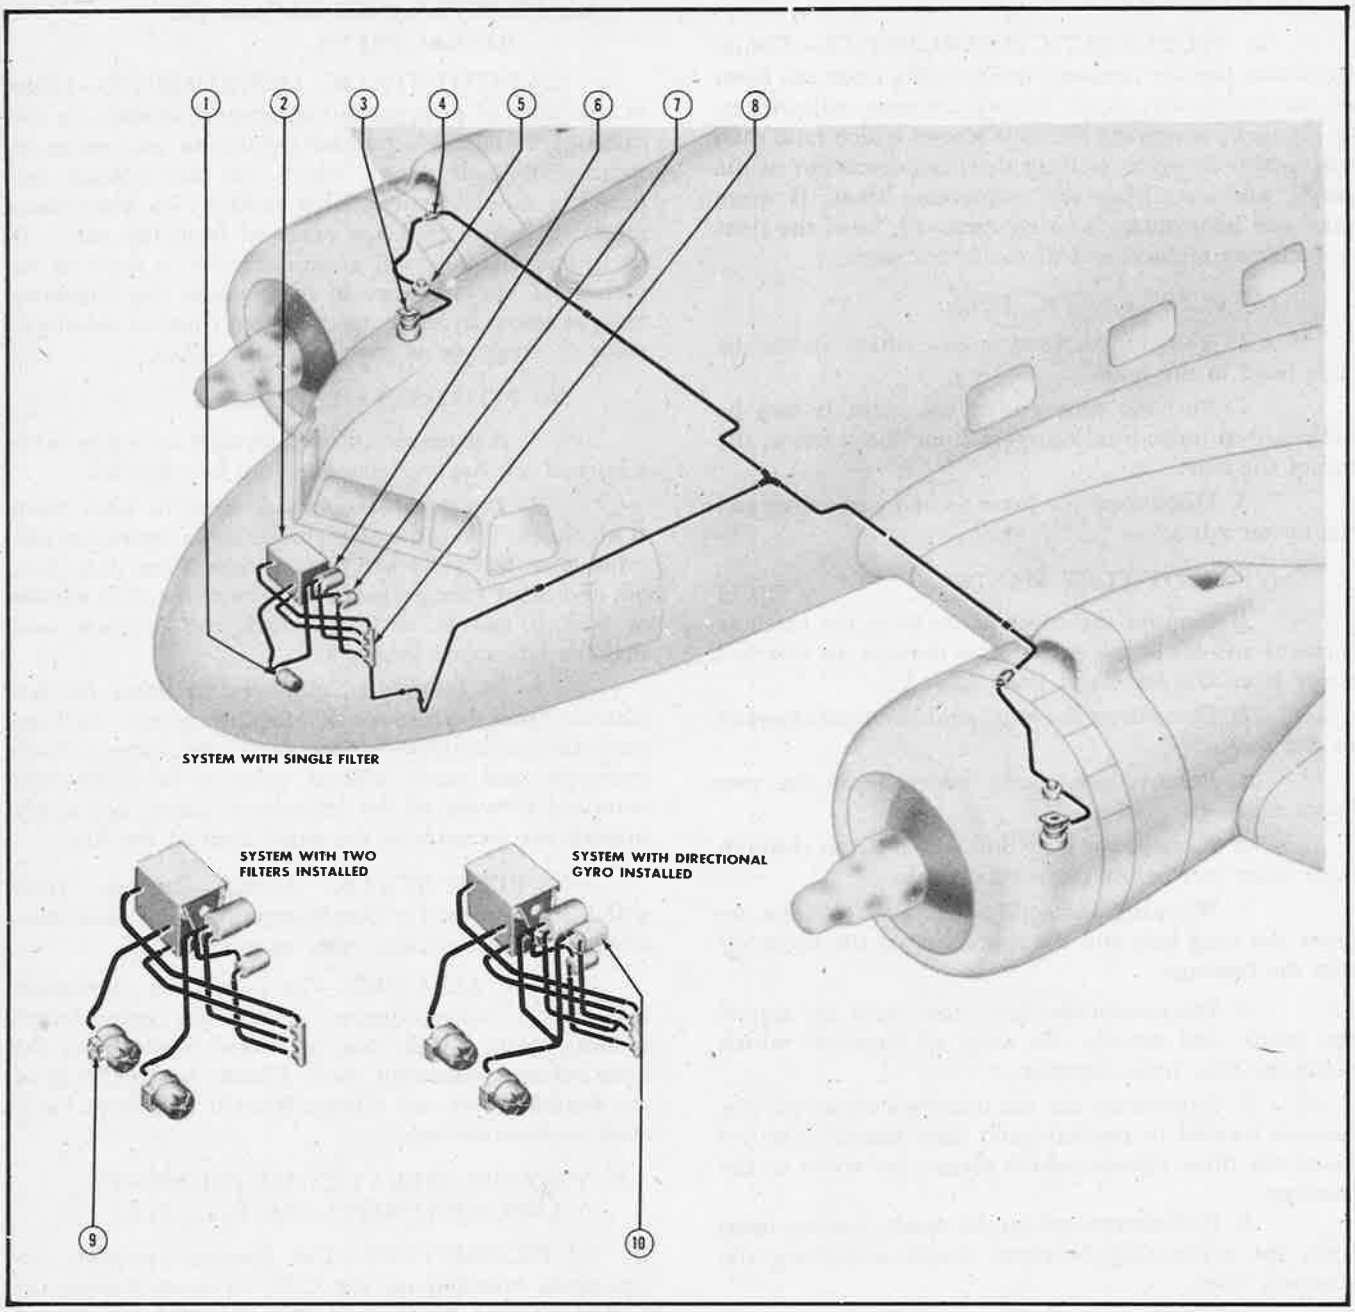

Figure 313—Vacuum System for Instruments and Automatic Pilot
(5) INSTALLATION.—To install the pitot-static instruments and equipment, reverse the removal procedure. Apply a light coat of thread lubricant to the lines before connecting them. Check the condition of the flexible hoses and replace them if they have hardened or deteriorated.
d. VACUUM-OPERATED INSTRUMENTS AND EQUIPMENT. *(See figure 313.)*
(1) DESCRIPTION.—The vacuum-operated instruments installed on the C-47 airplanes consist of: a gyro horizon indicator (AN 5736-1), a directional gyro indicator (AN 5735-1), which is installed on some airplanes, a turn and bank indicator (AN 5820-1 or Type A-11) and the bank and climb control unit and the directional gyro control unit for the automatic pilot. The equipment consists of two engine pumps, two vacuum relief valves, two flapper-type check valves, a vacuum manifold, two air filters, a vacuum restrictor for the turn and bank indicator, and the connecting lines. On C-47B airplanes, there is a vacuum restrictor for the gyro horizon indicator and the directional gyro indicator. For maintenance information on the automatic pilot flight instruments refer to paragraph 11.*g.*, this section.
(2) REMOVAL.